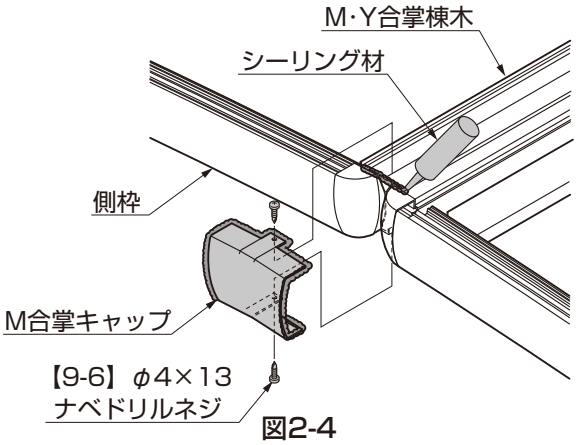

図2-4
③M合掌キャップおよびM・Y合掌棟木にシーリング材を充てんし、M合掌キャップを【9-6】で取付けてください。（図2-4参照）